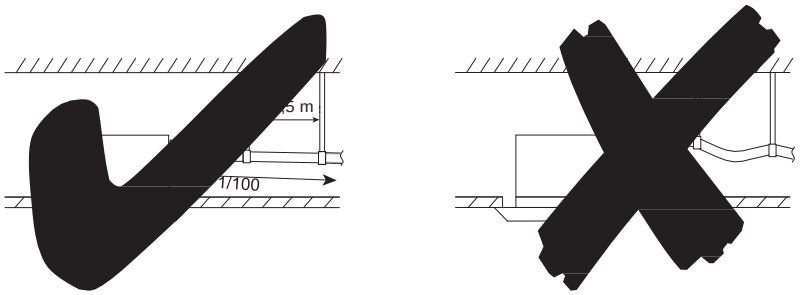

Bild 25: Verlegung der Kondensatleitung
- Um Durchhängen zu vermeiden, Rohrträger in 1-1,5 m Abstand vorsehen (siehe Bild 25).